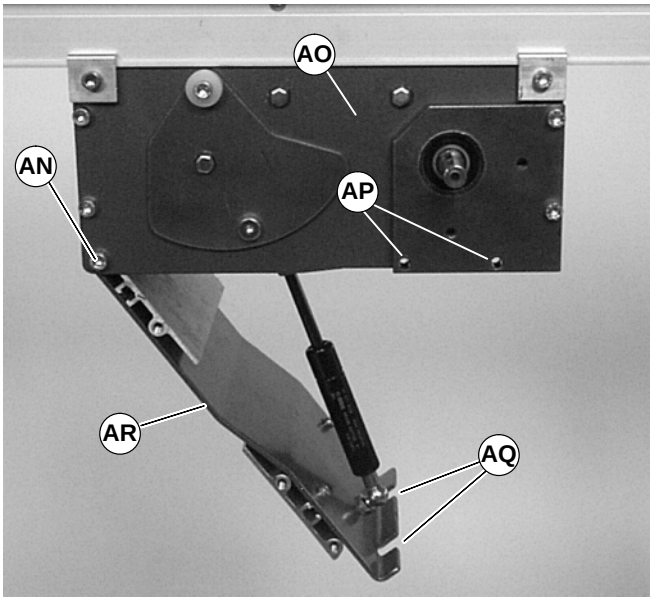

Abbildung 15
2. Die hintere Deckplatte abnehmen (AK).
3. Den unteren Abstreifer (AI) durch den Seitenschlitz der Endplatte schieben (AL).
5. Eckschrauben (AN siehe Abbildung 15) auf jeder Seite des Mittenantriebsmoduls lösen (AO).
8. Eckschrauben (AN siehe Abbildung 15) auf jeder Seite des Mittenantriebsmoduls lösen (AO).
9. Die Spannbodenschrauben (AP) auf jeder Seite des Mittenantriebsmoduls entfernen.